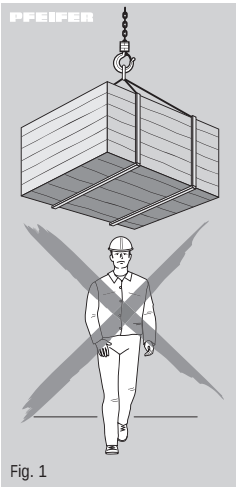

Fig. 1
- Il est interdit de se placer sous la charge suspendue (Fig. 1).